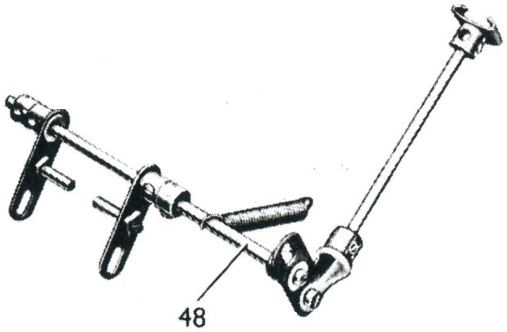

FIG. 8
La pédale d'embrayage est une bague d'arrêt à glissière fixée sur une tringle de 10 cm. qui passe au travers d'une équerre à 135° boulonnée sur l'une des plaques sans rebords de 14 × 9 cm. du chassis. L'extrémité inférieure de la tringle porte une chape d'articulation de 2 mm., qui pivote sur un boulon de 9,5 mm. passé au travers d'un bras de manivelle double monté sur une tringle de 13 cm. (48) (Fig. 8). Cette tringle est tenue par des bagues d'arrêt dans des équerres boulonnées sur les cornières (18) du moteur, et elle porte deux bras de manivelle munis de chevilles filetées qui viennent se loger dans le gorge de l'accouplement jumelé à douille (26).